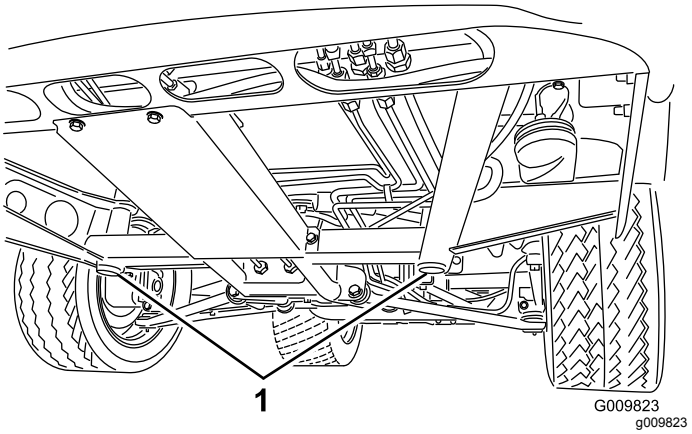
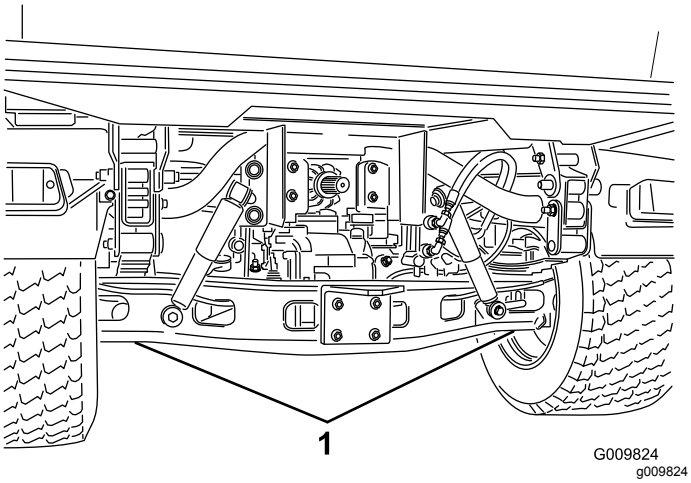

Figuur 37
Figuur 38
- Het krikpunt aan de voorkant van de machine bevindt zich onder het middelste steunpunt van het voorframe (Figuur 37) en aan de achterkant onder de achteras (Figuur 38).